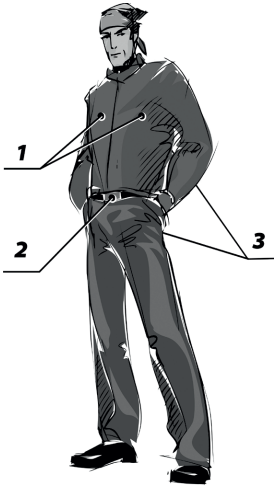

Рис. 5
Наиболее уязвимыми точками (Рис. 5) являются: верхняя часть груди (1), низ живота (2), спина и ягодицы (3).